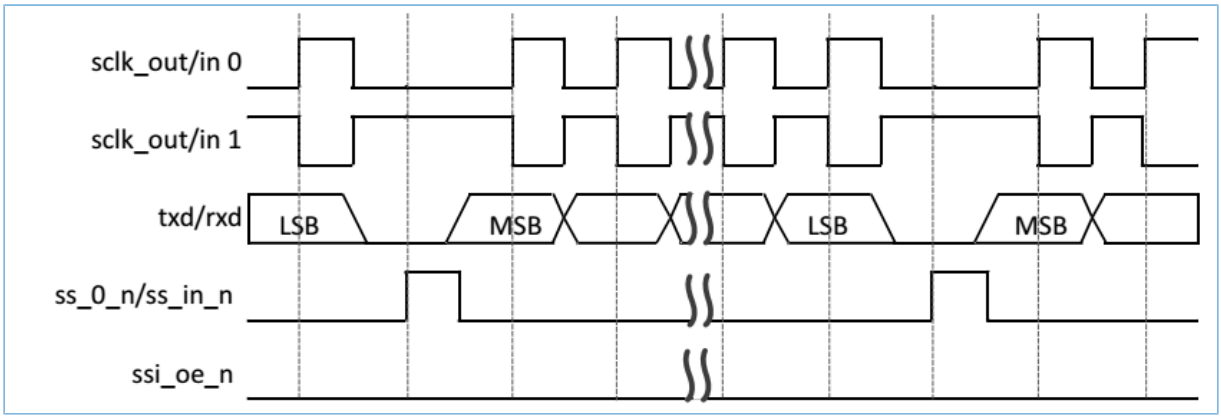

Figure 8-18 Serial format continuous transfers (SCPH = 0) when CTRL0[24] = 1
- When CTRL0[24] is programmed to 1, SPI block toggles the slave select signal between frames, and the serial clock is held to its default value while the slave select signal is active; this operating mode is illustrated in Figure 8-18.